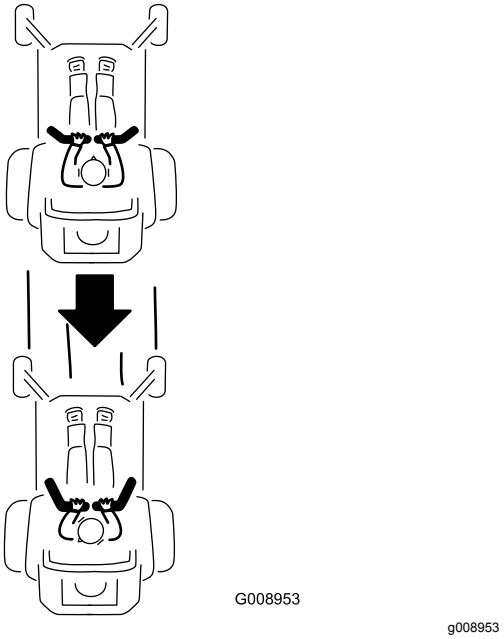

Figuur 28
2. Om achteruit te rijden, trekt u de rijhendels langzaam naar achteren (Figuur 28).